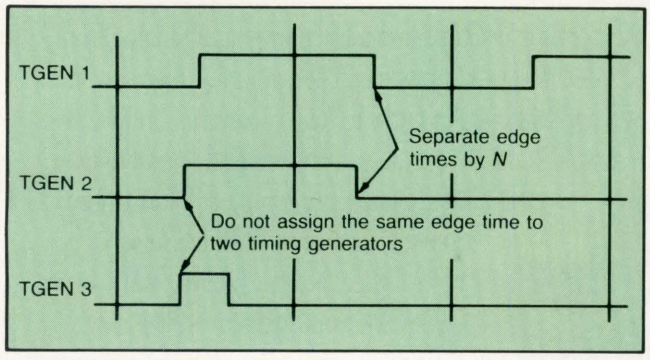

FIGURE 5. Supersynchronous rules for edge time definition.
- *Two timing generators cannot be assigned the same edge time.* The tester might skew two different timing generators by a few nanoseconds relative to each other, and the skew could possibly lead to race conditions or yield problems, depending on the particular circuit and simulation conditions (Figure 5). Consequently, this very important rule prevents unreproduceable race conditions caused by timing generator skews from happening.